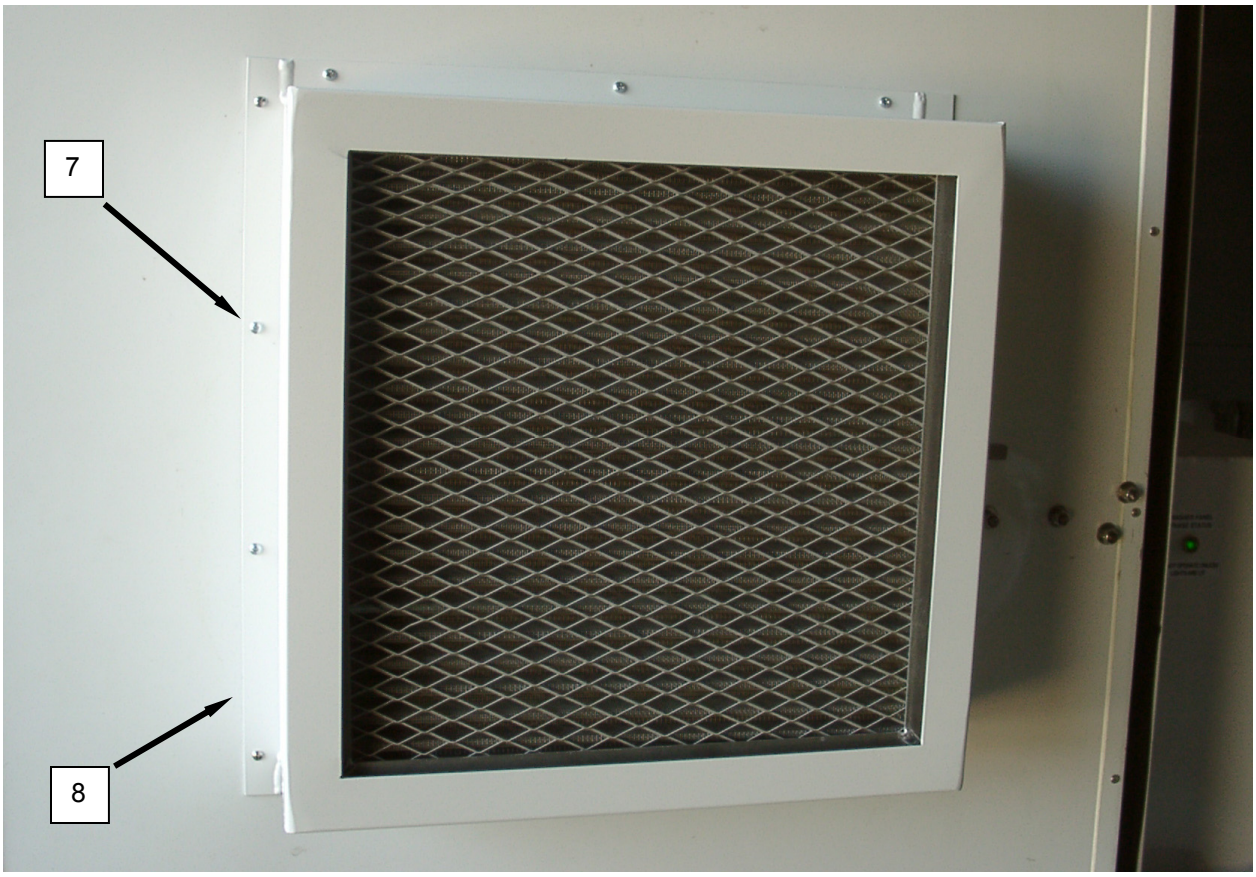

Figure 5. Replace a Personnel Door Filter Assembly.
1. Remove the screws **(Figure 5, Item 7)** retaining the filter assembly **(Figure 5, Item 8)** to the door and remove the filter assembly.
2. Apply sealant to the replacement filter assembly flange **(Figure 5, Item 8)** and install the replacement filter assembly. Retain with screws **(Figure 5, Item 7)**.
3. Wipe excess sealant from replacement filter assembly **(Figure 5, Item 8)** flange.